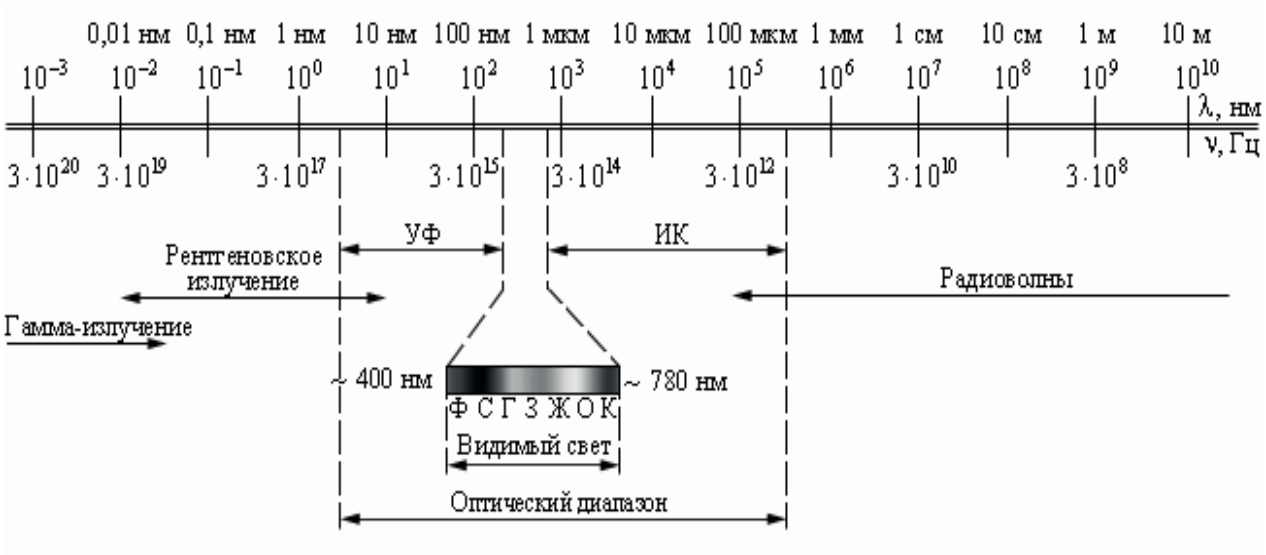

Рисунок 15 – Шкала электромагнитных волн. Границы между различными диапазонами условны
2. Включите источник света. В данной лабораторной работе необходимо рассчитать длину волны излучения красного луча лазера. Проходя через дифракционную решетку на экране, мы видим дифракционную картину (рис. 15).
Свет играет чрезвычайно важную роль в нашей жизни. Подавляющее количество информации об окружающем мире человек получает с помощью света. Однако, в оптике как разделе физики под светом понимают не только видимый свет, но и примыкающие к нему широкие диапазоны спектра электромагнитного излучения – инфракрасный (ИК) и ультрафиолетовый (УФ). По своим физическим свойствам каждый диапазон электромагнитного излучения отличается друг от друга только длиной волны λ и частотой ν. Рисунок 15 дает представление о шкале электромагнитных волн.